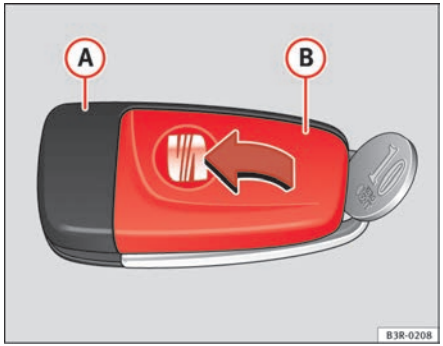

Fig. 68 Master key: Opening the cover
– **Carefully** prise apart the key ⇒ fig. 68 (A) and the cover (B) using a coin.